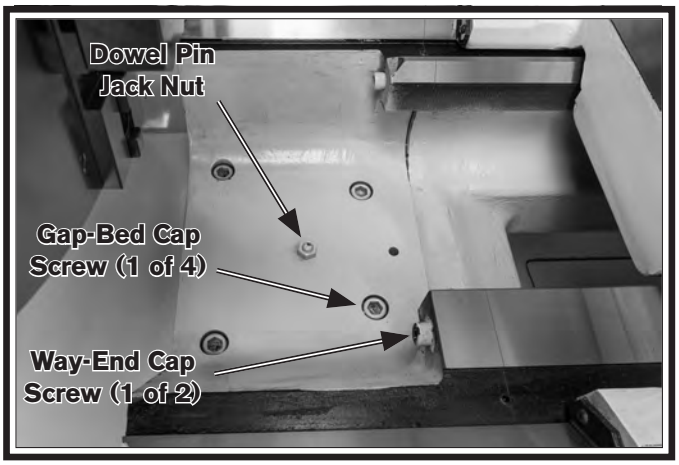

Figure 93. Fasteners holding gap in place.
1. Remove (4) cap screws in gap bed, shown in **Figure 93**.